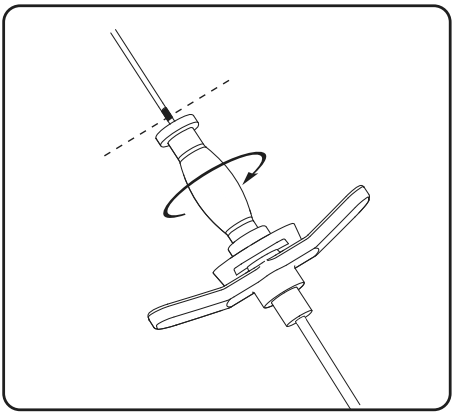
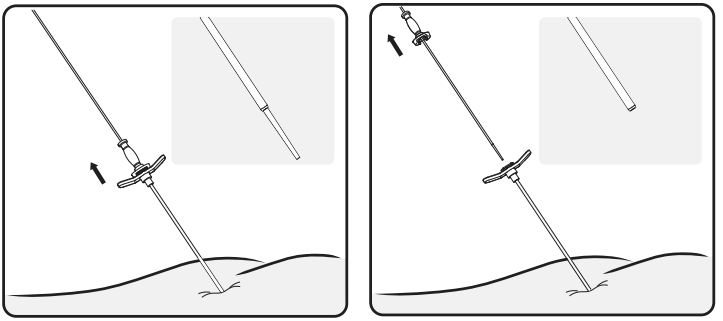

Figure 11. Dévisser le dilatateur de la gaine d'introduction
Figure 12. Retirer le guide directionnel et le dilatateur.
6. Faire pivoter le dilatateur à 90 degrés pour le déverrouiller de la gaine d'introduction (**Figure 11**). En prenant soin de laisser la gaine d'introduction en place, retirer le guide directionnel et le dilatateur (**Figure 12**).